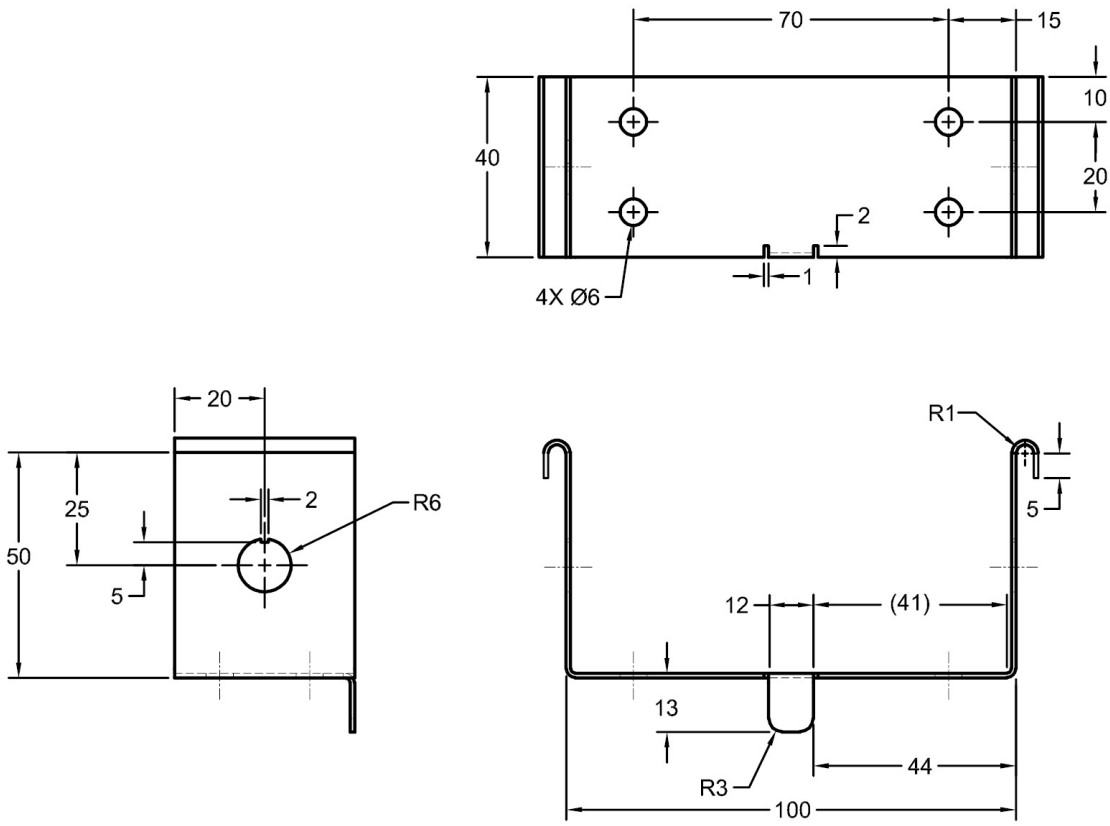
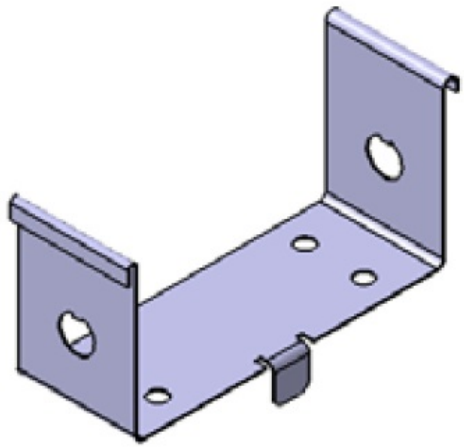
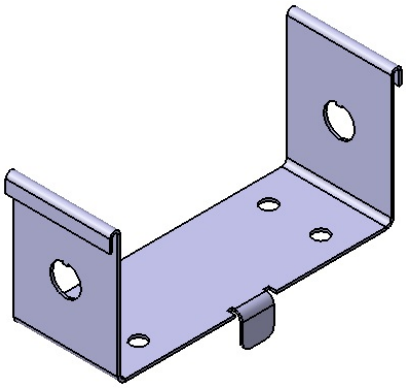

Figure 15-136 *Orthographic views and dimensions of the sheet metal component*
Figure 15-137 *Flat pattern of the sheet metal component*
Figure 15-144 *Final sheet metal component*
In this tutorial, you will create the sheet metal component shown in Figure 15-136. Its dimensions are given in the same figure. The flat pattern of the component is shown in Figure 15-137. The thickness of the sheet is 1 mm and bend radius is 2 mm.
f. Create the wall on the edge of the front face of the base, refer to Figure 15-144.
2. Choose the **Hole** tool from **Cutting/Stamping** > **Holes** sub-toolbar and create a hole at the lower left corner of the base wall. For dimensions of the hole, refer to Figure 15-136.
1. Define a new sketching plane on the outer face of the right flange. Draw the sketch by referring to the dimensions given in Figure 15-136.
5. Flip the direction of the wall, if required. Ensure that the material is added towards the base feature. If it is not so, choose the **Invert Material Side** button and choose **OK**; the side wall feature is created. Next, create the corner feature using the dimensions given in Figure 15-136.
6. Create fillets by using the **Corner** tool. For dimensions of the fillets, refer to Figure 15-136. The final sheet metal component is shown in Figure 15-144.